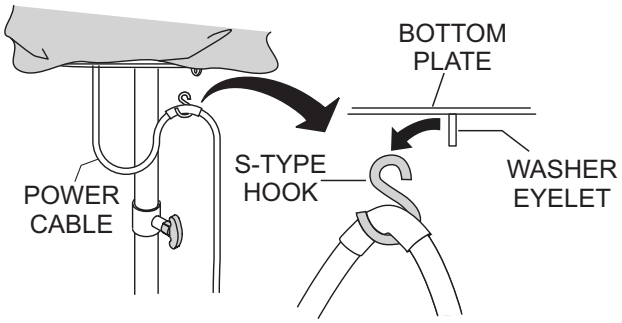

Figure 18. removing Power Cable
2. Remove the S-type hook (Figure 18) on the AC power cord from the washer-eylet located on the bottom plate of the light assembly.